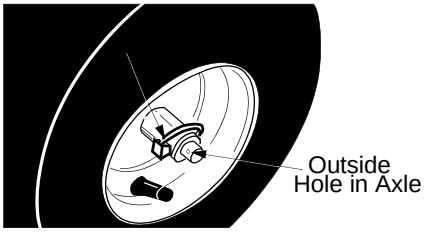

Figure 19
The wheels may be adjusted for two different methods of operation. Follow the steps below for adjustment. See Figure 19.
2. Rotate wheel assembly to align hole in the hub with the inner hole on the axle shaft. Insert klick pin in the hole. Outer axle shaft hole should be visible. See Figure 19.